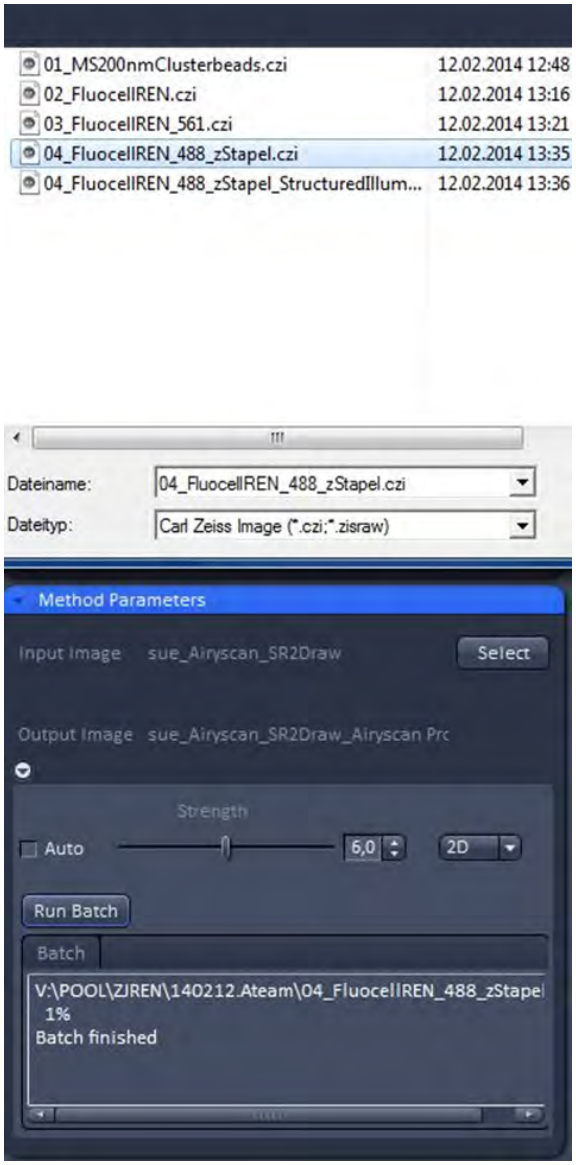

Fig. 396 Airyscan Processing tool: Method Parameters, Run Batch
- For batch processing press the **Run Batch** button (Fig. 396) and select the respective directory and files from the file selection window which opens at the top.